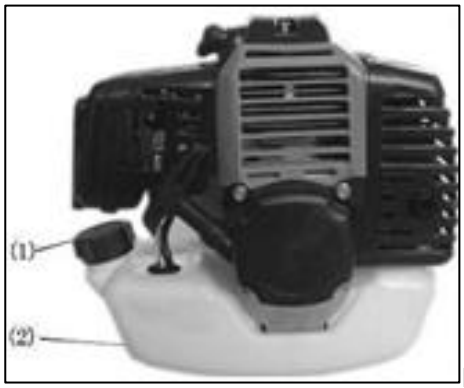

Rys. 12
1. Sprawdź czy zbiornik paliwa (Rys. 12. poz. 2) został napełniony prawidłową mieszanką.
3. Sprawdź czy korek paliwa (Rys. 12. poz. 1) jest dokręcony (przekręć w prawo by dokręcić).